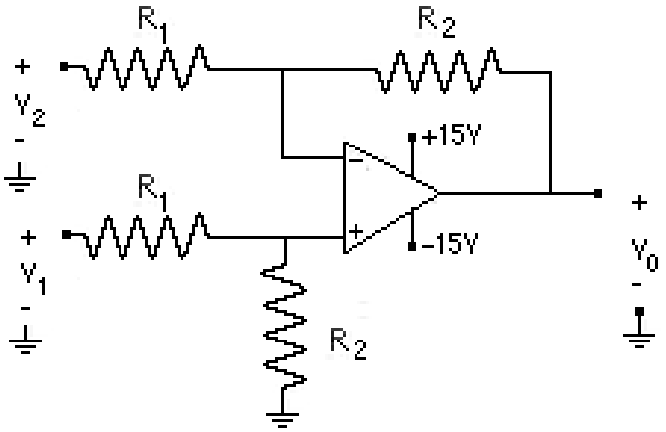

Figura 1.- Amplificador diferencial básico
2.- Deduzca la expresión del voltaje de salida para el amplificador diferencial básico cuyo circuito se muestra en la Figura 1, considerando que el amplificador operacional es ideal, utilizando los valores indicados por su profesor y alimentándolo con fuentes de ±15V. Indique cuál es la función principal de este circuito.